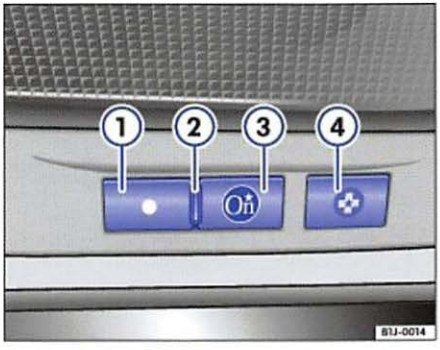

Fig. 8 OnStar: DOT button
– Press the DOT button ⇒ fig. 8 (1), OnStar response: **<Ready>**.
– Press the DOT button ⇒ page 11, fig. 8 ①, OnStar response: **<Ready>**.